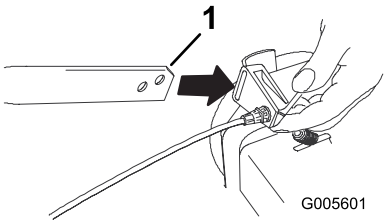

Figuur 3
1. Schuif de kabelgeleider op het linker uiteinde van het onderste deel van de handgreep (Figuur 3).
Opmerking: Zorg ervoor dat de inkeping op het uiteinde van de handgreep naar boven is gericht (Figuur 3).